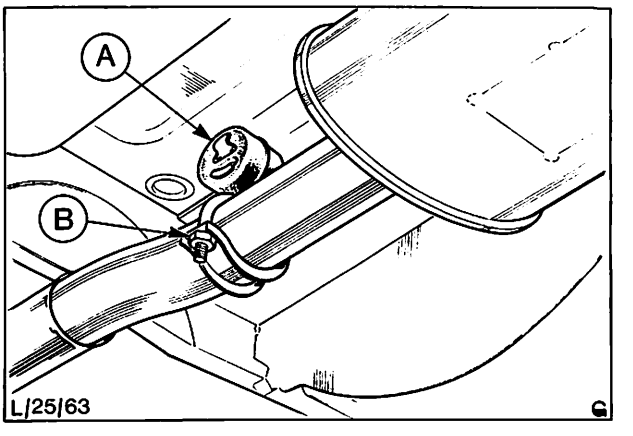

Abb. 22 A = Gummi-Stegschlaufe
3. Verbindungsstelle mit Rostlösemittel benetzen und hintere Anlage vom Vorschalldämpfer trennen. Dazu beide Teile gegeneinander verdrehen und gleichzeitig auseinanderziehen. Hintere Anlage von der Gummi-Stegschlaufe aushängen und über die Hinterachse her, ausbauen, Abb. 22.